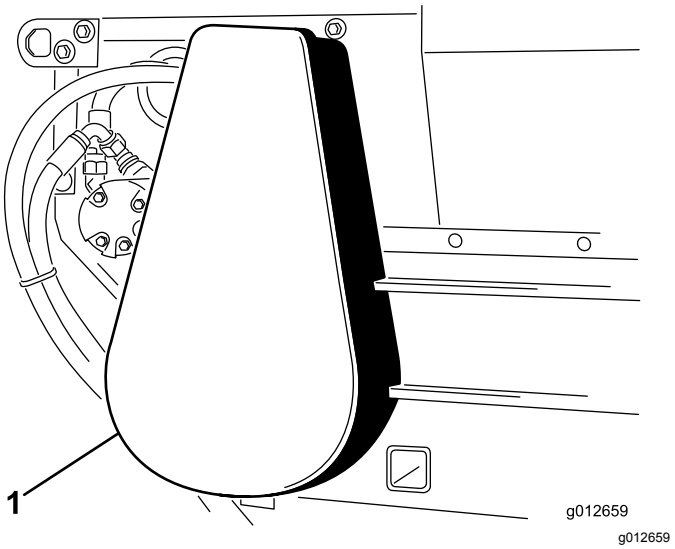

Figur 18
2. Fjern kjededekslet (Figur 18).
6. Monter kjededekslet (Figur 18).